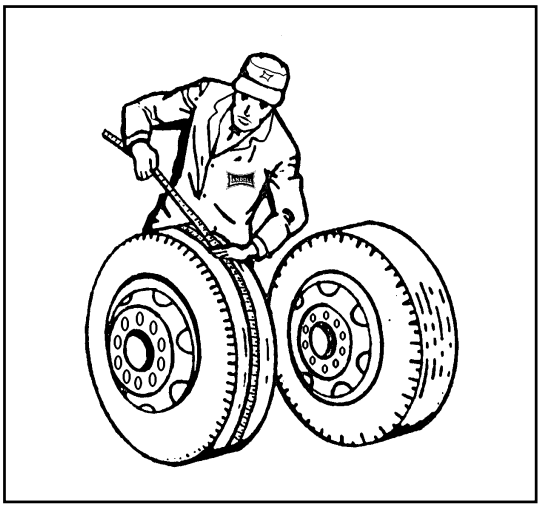

Fig. 4-17 Measuring Tape Method
a. Tape Measuring Method: Measure around each tire on the tread surface. A maximum difference of 3/4" is allowed between the two mating tires of a dual **(See Figure 4-17).**